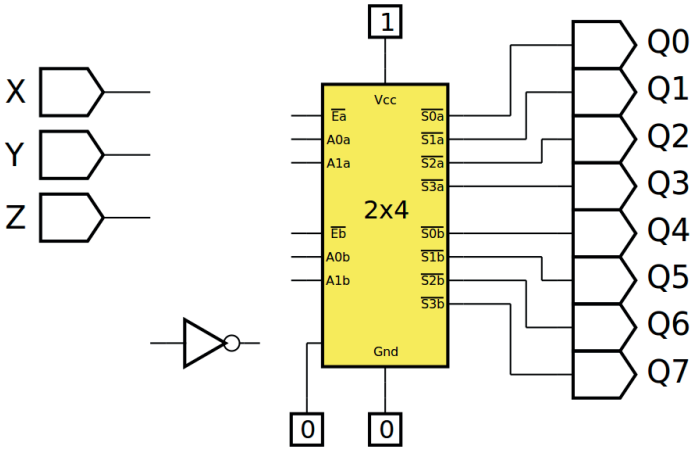

Figura 7.16 – Diagrama esquemático.
1. Complete o desenho da figura 7.16, 7.17 e 7.18. Utilize as portas NE, do CI TTL 74LS00, como inversores.
5. Utilize um programa de simulação em computador (SmartSim, Atanua, Qucs) faça a simulação do circuito da figura 7.16. Compare os resultados com a tabela 7.4.